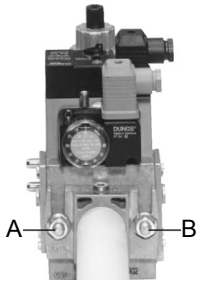

Рис. 5
3. Затянуть винты A, B, C и D (Рис. 5 - Рис. 6), соблюдая дистанции монтажа (Рис. 7);